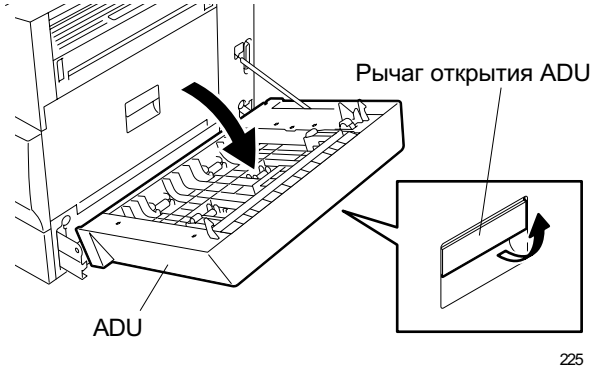

Fig. 6-3
3. Снимите механизм ADU в сборе. (см. Fig. 6-3 и 6-4)